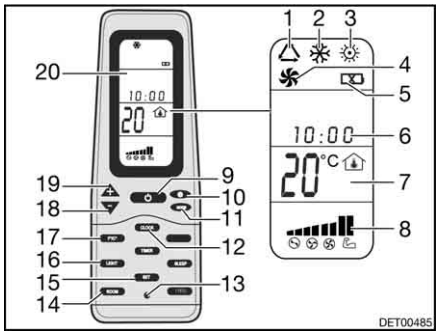

Fig. 126 Remote control
- Press the ON/OFF button (Fig. 126,9).
- Press the "Mode" button (Fig. 126,11) as often as required until the required mode (Fig. 126,1, 2, 3 or 4) is indicated on the display (Fig. 126,20).
- Use the "+" (Fig. 126,19) and "–" (Fig. 126,18) buttons to set the desired temperature.
- Use the fan speed button (Fig. 126,10) to select the desired fan level.